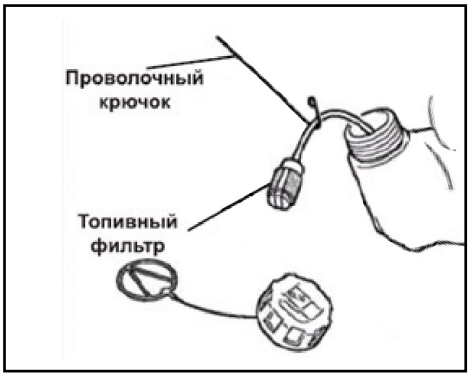

Рис. 9 Обслуживание топливного фильтра
3. Зацепите крючком топливный шланг с фильтром и вытяните через заливную горловину (Рис. 9).